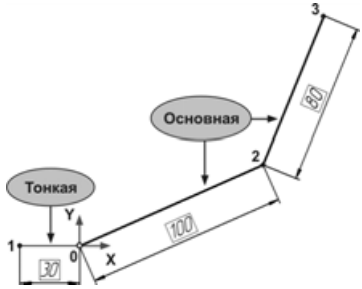

Рис. 8.47
- Из точки начала координат эскиза постройте стилем линии **Тонкая** горизонтальный отрезок 0-1 произвольной длины (рис. 8.47). Проставьте к отрезку горизонтальный размер и присвойте ему значение 30.
- Затем из точки начала координат постройте стилем линии **Основная** ломаную линию 0-2-3, проставьте наклонные линейные размеры и присвойте им значения, показанные на рис. 8.47.